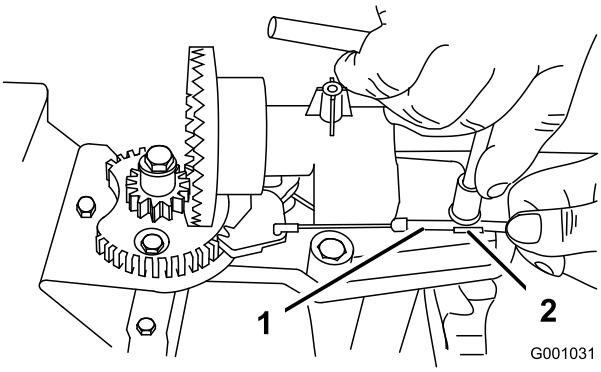
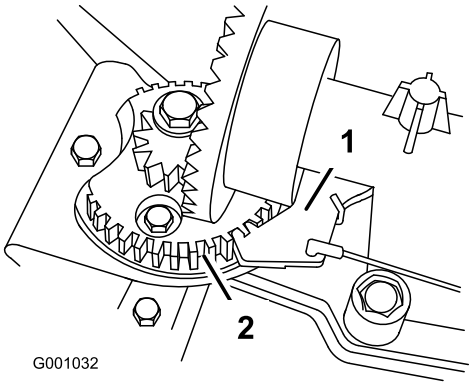

Rysunek 53
Rysunek 54
2. Odkręć śrubę na zacisku linki (Rysunek 53).
3. Chwyć kanał linki i przesuń go w kierunku przodu maszyny, aż zapadka tunelu wyrzutowego całkowicie zaczepi się o uzębienie koła zębatego (Rysunek 53 i Rysunek 54).
Informacja: Zapadka jest sprężynowa i automatycznie opadnie na uzębienie koła zębatego (Rysunek 54).